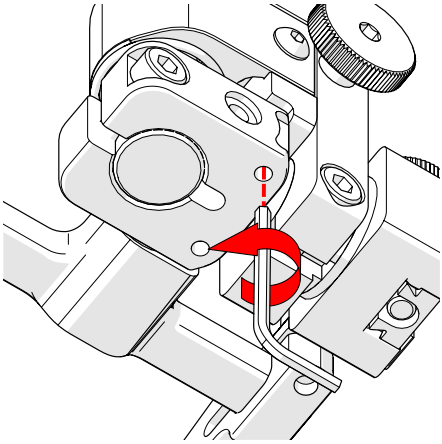

Fig. 135 - Lower 90° stop post
7. Locate the recessed M3 screw on the bottom of the probe holder. Unscrew the stop post using a 1.5 mm hex wrench *(Fig. 40)* until it has cleared all obstructions. Do not remove stop post *(Fig. 135)*.